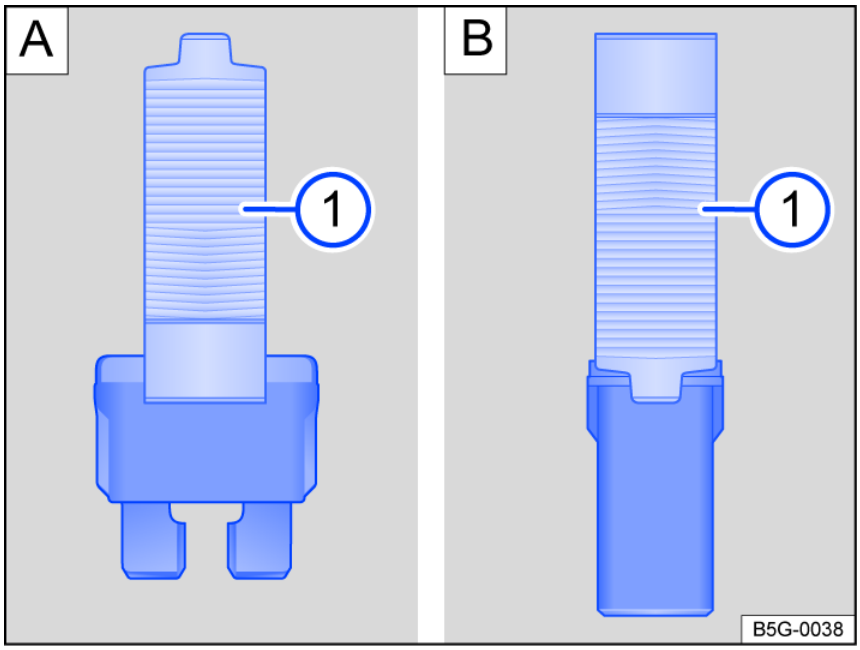

Fig. 132 Remove or install a fuse with the plastic pliers (general example).
1. Remove plastic tongs from either the fuse box or the cover of the fuse box *fig. 132* (1).
2. Depending on the design of the fuse, slide the appropriately sized clamp on the plastic pliers onto the fuse from above or from the side *fig. 132*.